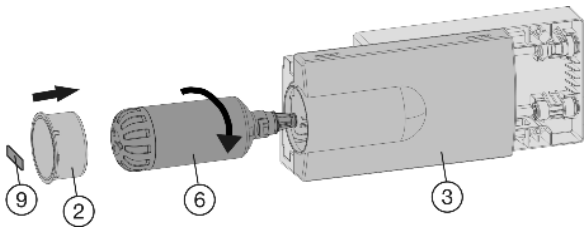

Fig. 28
▶ Place the tray cover *Fig. 28 (3)* into position.
▶ Remove the film from the water filter *Fig. 28 (6)*.
▶ Insert the water filter *Fig. 28 (6)* and turn it approximately 100° to the right until it locks into position.
▶ Place the cover on the filter *Fig. 28 (2)*.
▶ Write the date of the next filter replacement on the supplied adhesive label *Fig. 28 (9)* and affix it to the module.